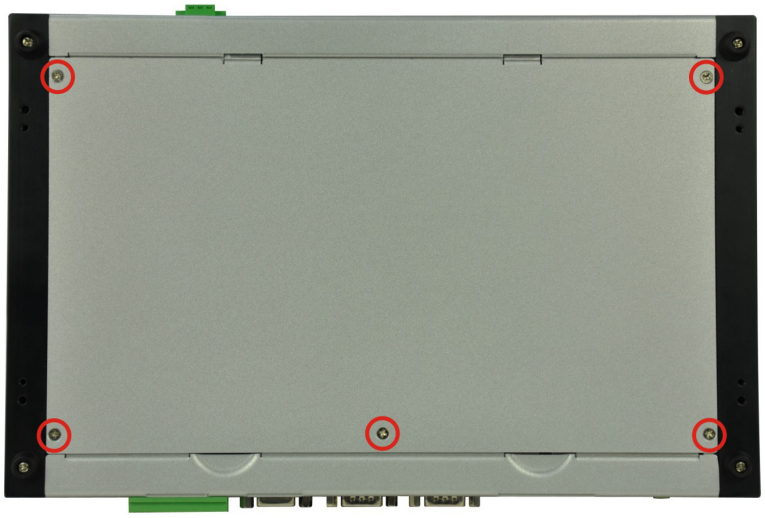

Figure 3-1: Bottom Panel Retention Screws
Step 1: Remove the bottom panel by removing the five retention screws from the bottom panel (**Figure 3-1**).